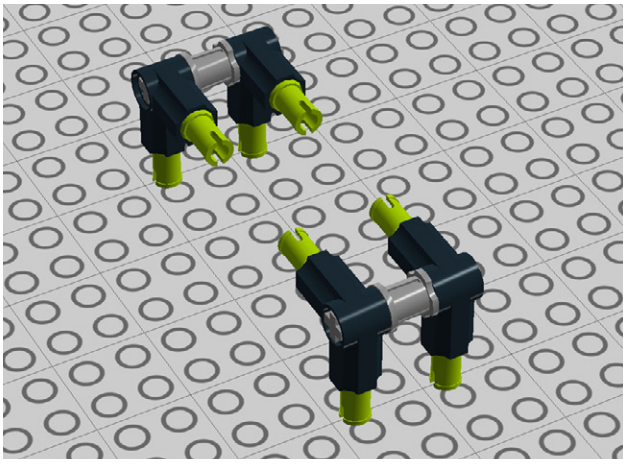

Figure 7-46. *Step 39: Adding cross connectors*
39. Connect cross connectors, eight in all (see Figure 7-46).